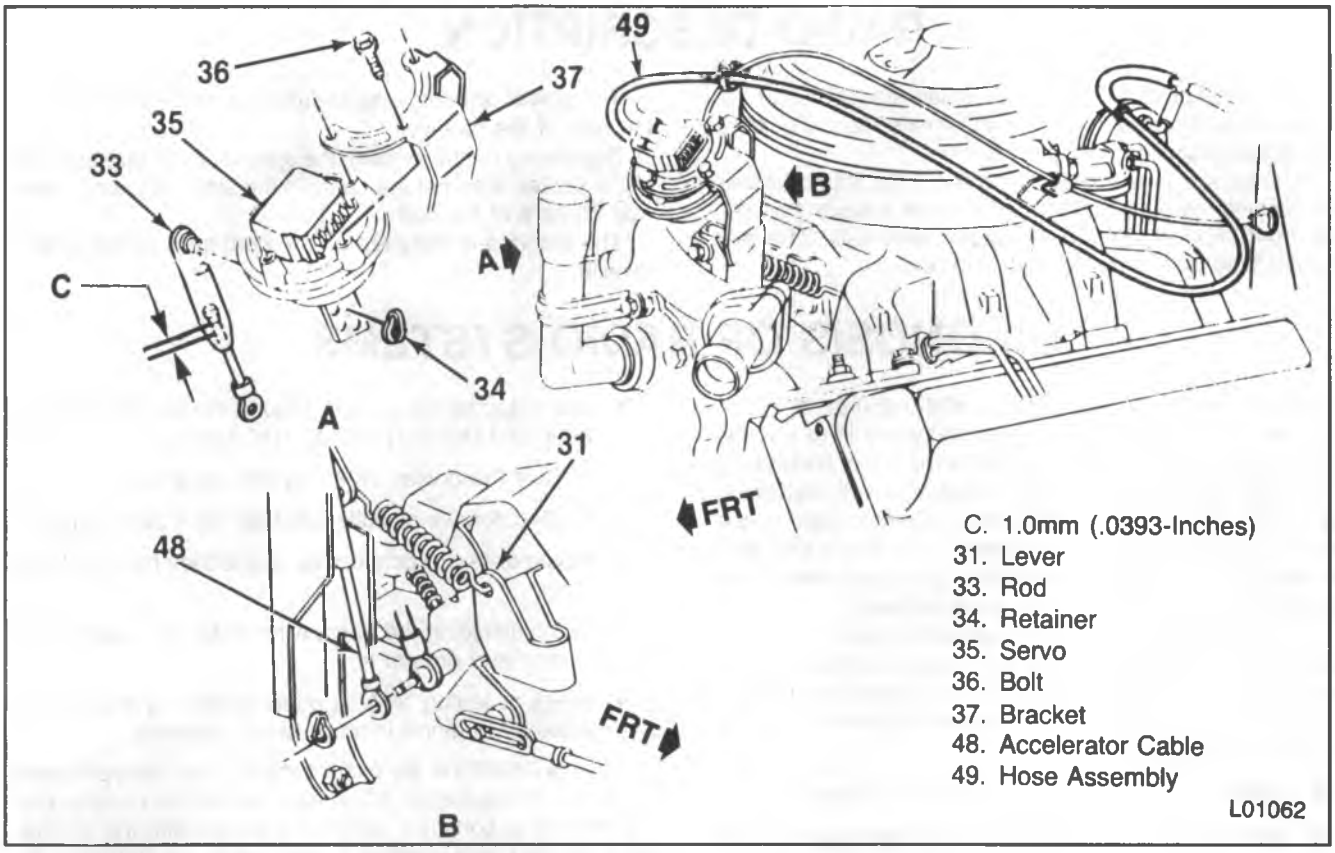

Figure 24—Servo Mounting (R/V 6.2L)
1. Vacuum hoses (39) and hose assembly (49). Refer to Figures 24 and 25 for hose routings.
2. Retainer (34).
3. Rod (33).
4. Bolts (36) and servo (35).
- Position pin on rod (33) in hole closest to the servo (35) that allows for adjustment C (figure 24).
4. Retainer (34).
5. Vacuum hoses (39) and hose assembly (49). Refer to figures 24 and 25 for hose routings.